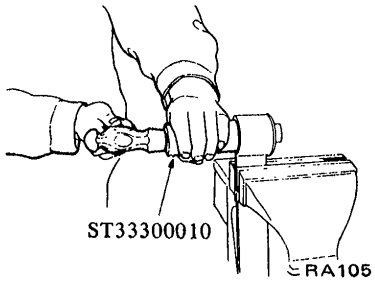

Fig. RA-31 Removing insulator from differential mounting member
4. Replace rubber insulators of differential mounting member, if worn, using Differential Mounting Insulator Drift ST33260010 (for removal) and ST33260020 (for installation). See Figures RA-31 and RA-32.